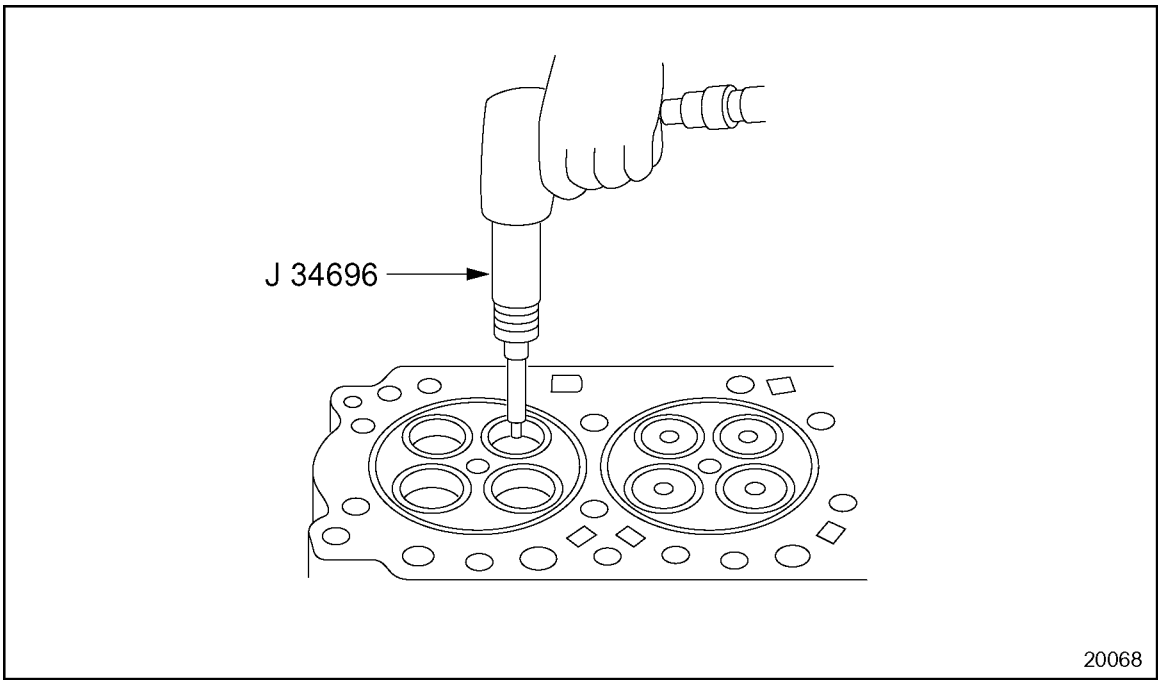

Figure 1-77 Valve Guide Removal
3. Insert the tool into valve guide from the firedeck side of the cylinder head. See Figure 1-77.